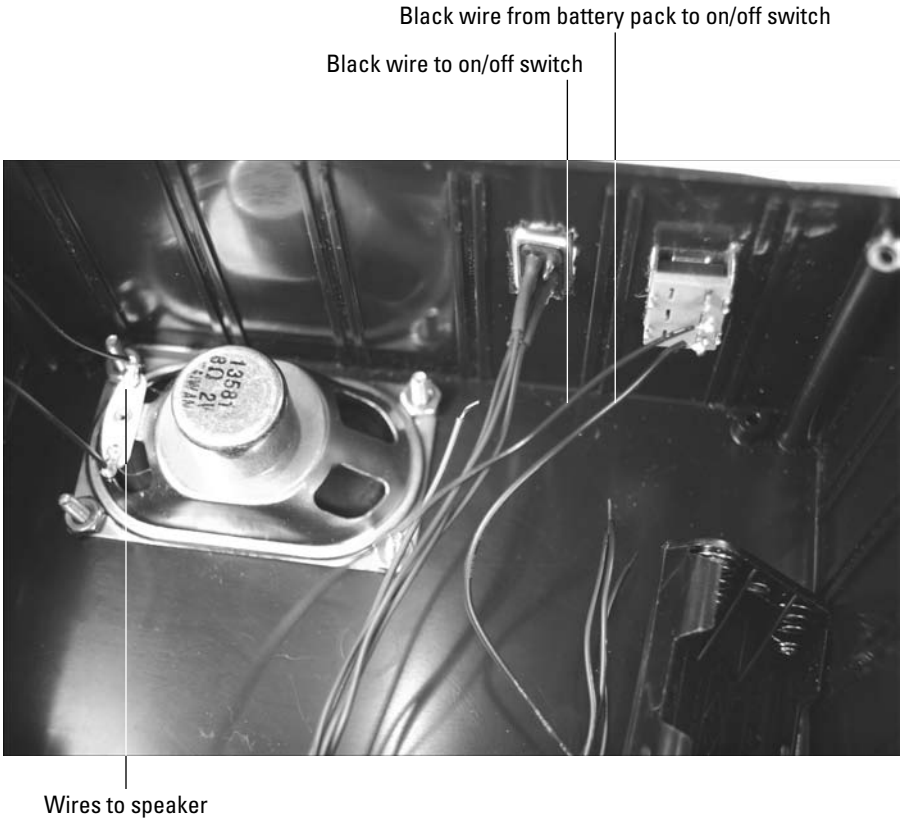

Figure 7-13: Wires soldered to the on/off switch and speaker.
5. **Solder the black wire from the battery pack to one lug of the on/off switch and solder an 8" black wire to the other lug of the on/off switch, as shown in Figure 7-13.**
6. **Solder a 6" black wire to each of the two solder lugs on the speaker, as shown in Figure 7-13.**